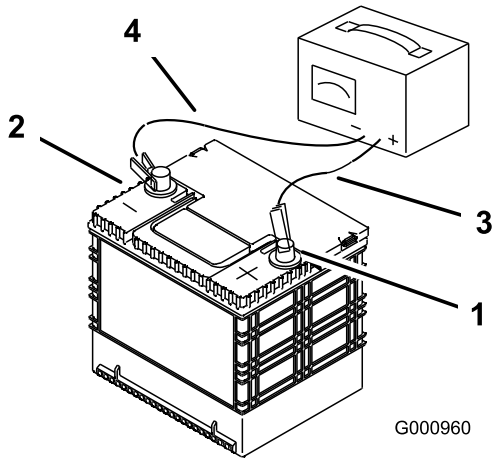

Figur 63
2. Når batteriet er helt oppladet, kobler du laderen fra strømuttaket, og deretter laderledningene fra batteripolene (Figur 63).